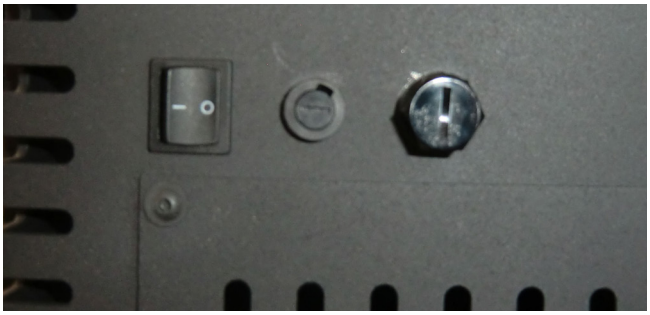

Fig.6
- Mettre l'interrupteur principal (côté droit arrière) sur «I» (Fig.6).